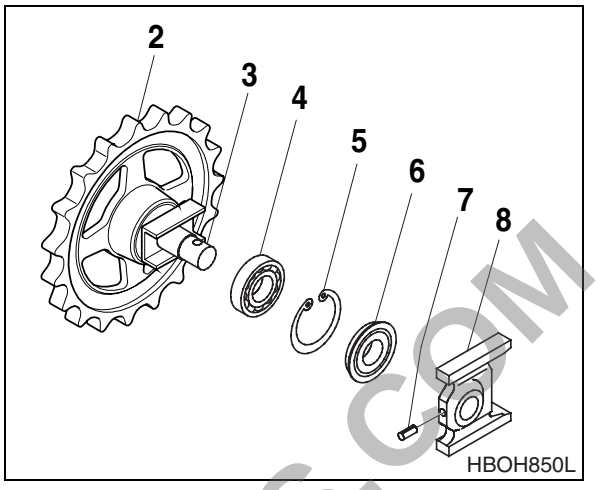

Figure 20
2. Remove spring pin (7, Figure 20) from guide (8).
3. Remove guide (8, Figure 20) from shaft (3).
4. Remove oil seal (6, Figure 20) using a screw driver.
5. Remove retaining ring (5, Figure 20), bearing (4), and shaft (3).
2. Insert shaft (3, Figure 20) into idler gear (2).
3. Assemble bearing (4, Figure 20) onto shaft (3) and install retaining ring (5)
4. Install new grease seal (6, Figure 20).
5. Install Shaft guide (8, Figure 20) and spring pin (7).